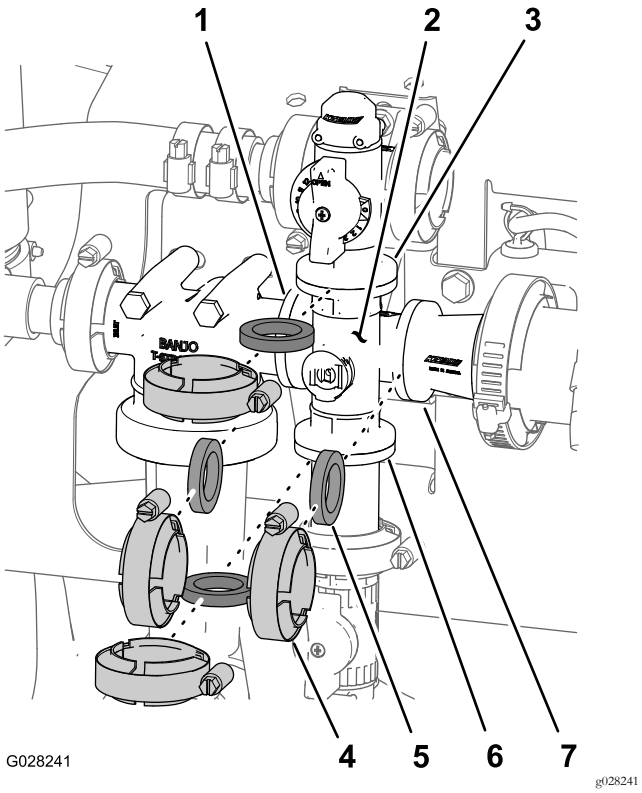

Figuur 134
1. Verwijder de klemmen en pakkingen waarmee de verdeler voor de mengklep bevestigd is aan de mengomloopklep, de kop van het drukfilter, de verloopkoppeling en de adapterfitting (mengdosisklep); zie Figuur 134.